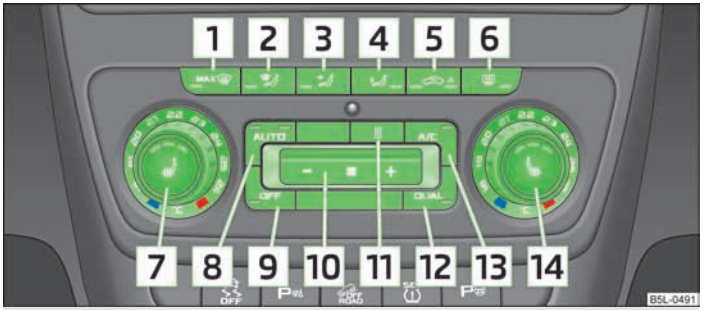

图 92 全自动空调：操作元件
› A/C 13 » 图 92，见第 82 页 已打开。
› 按压按钮 AUTO（自动）8 » 图 92，见第 82 页。
› 按压按钮 AUTO（自动）8 » 图 92，见第 82 页。视上次选择的运行模式而定，在右上角或左上角有一个指示灯亮起。
› 按压按钮 A/C » 图 92，见第 82 页。按钮中的指示灯亮起。
› 打开点火开关后可以通过旋钮式调节器 7 » 图 92，见第 82 页 为两侧设置温度。
› 反复按压按钮 5 » 图 92，见第 82 页，直至按钮左侧的指示灯亮起。
- 如果前窗玻璃蒙上水雾，请按压按钮 MAX 1 » 图 92，见第 82 页。在前窗玻璃无水雾后，按压按钮 AUTO。
› 反复按压按钮 » 图 92，见第 82 页 的左侧（降低鼓风机转速）或右侧（提高鼓风机转速）。
› 按压按钮 MAX 1 » 图 92，见第 82 页。
› 按压按钮 11 » 图 92，见第 82 页。
› 再次按压按钮 MAX 1 » 图 92，见第 82 页 或按钮 8 AUTO（自动）。
› 再次按压按钮 11 » 图 92，见第 82 页。